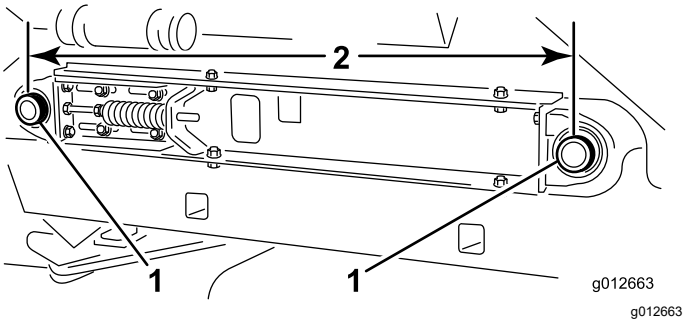

Figur 26
7. Mät avståndet mellan mittpunkterna för transportbandets rullaxlar på maskinens båda sidor för att säkerställa att måtten är desamma (Figur 26).